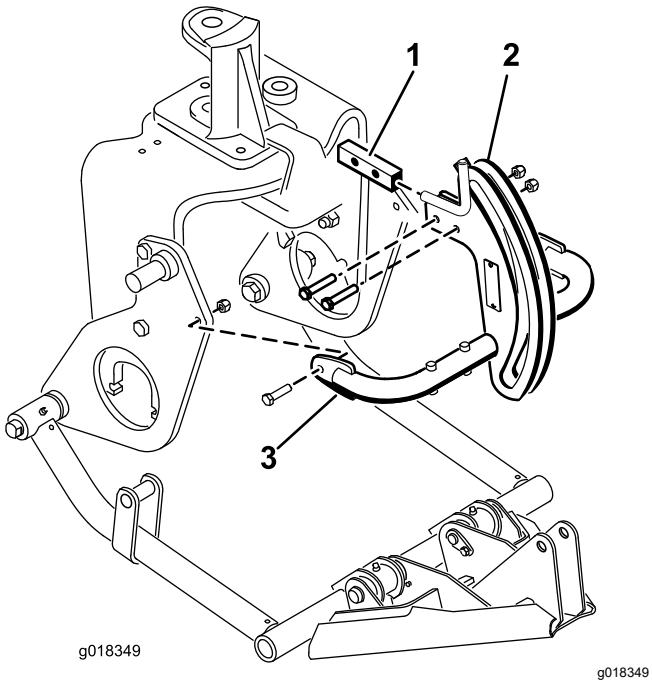

Figura 15
6. Montați partea superioară a cadrului de cuplare pe suportul cadrului de cuplare cu 2 șuruburi (⅜ × 2") și piulițe (Figura 15).
7. Montați tuburile cadrului de cuplare la plăcile de plug cu șuruburi (⅜ × 1-½") ți piulițe (Figura 15) și strângeți elementele de fixare.